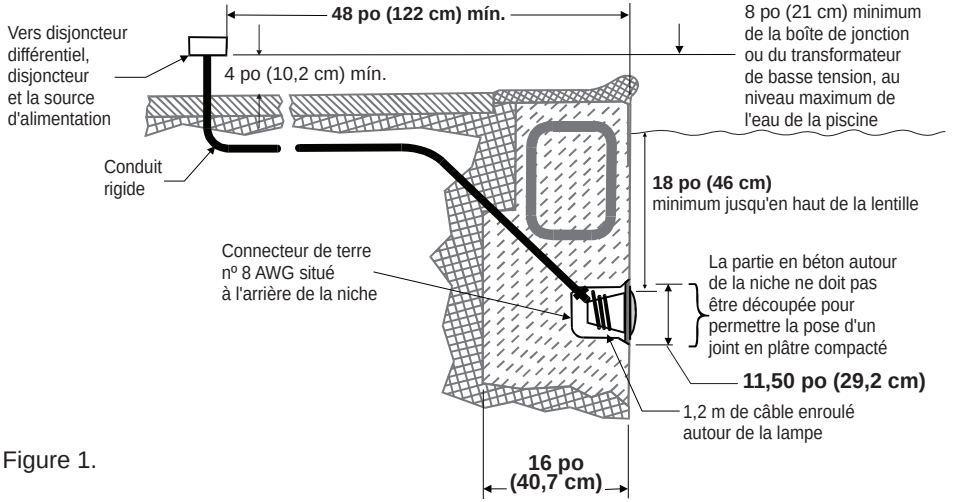

Figure 1.
- La boîte de jonction (ou, pour **les modèles de 12 volts**, le transformateur de basse tension) est située à au moins vingt (20) centimètres (8 pouces) au-dessus du niveau du sol et à au moins 122 cm (48 po) du bord de la piscine, Figure 1 à la page 3.
- La niche humide doit être correctement installée de manière que le bord supérieur de la lentille de la lampe se trouve à au moins 46 cm (18 po) en dessous de la surface de l'eau de la piscine, Figure 1 à la page 3.
- La niche humide doit être correctement électriquement raccordée et mise à la terre via le connecteur de terre de 8 AWG situé à l'arrière de la niche, Figure 1.
6. Laissez au moins 1,2 m (4 pi) de cordon enroulé(s) autour de la lampe, Figure 1 à la page 3. Ce 1,2 m de cordon enroulé autour de la lampe permettra de connecter la lampe une fois que la piscine sera remplie d'eau.
AVANT DE COMMENCER : Les étapes suivantes 1-7 (pages 7-8) décrivent les tâches que l'électricien doit accomplir avant d'installer l'appareil d'éclairage IntelliBrite. Consultez le schéma de la Figure 1 à la page 7.
- La boîte de jonction (ou, pour les modèles de 12 volts, le transformateur de basse tension) est située à au moins 20 cm au-dessus du niveau maximal de l'eau et à au moins 1,2 m du bord de la piscine, Figure 1.
- La niche humide doit être correctement installée de manière que le bord supérieur de la lentille de la lampe submersible se trouve à au moins 46 cm en dessous de la surface de l'eau de la piscine, Figure 1. (Au Canada, pas à une profondeur de plus de 51 cm.)
1. Introduisez le cordon dans le conduit jusqu'à la boîte de jonction, en laissant au moins 1,2 m de cordon enroulé autour de l'appareil d'éclairage (ceci permet de connecter la lampe une fois la piscine remplie d'eau). Consultez la Figure 1 ci-dessous.
7. Enroulez au moins 1,2 m de cordon autour de la lampe (Figure 1 à la page 9). Ceci permet de faire l'entretien de la lampe une fois la piscine remplie d'eau.